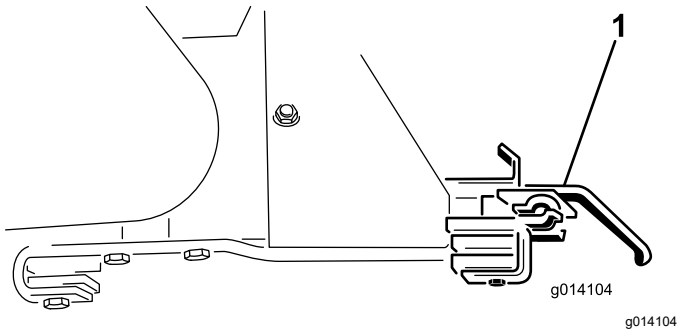

Figur 53
18. Avlägsna de två fästena för redskapskoppling (Figur 53)